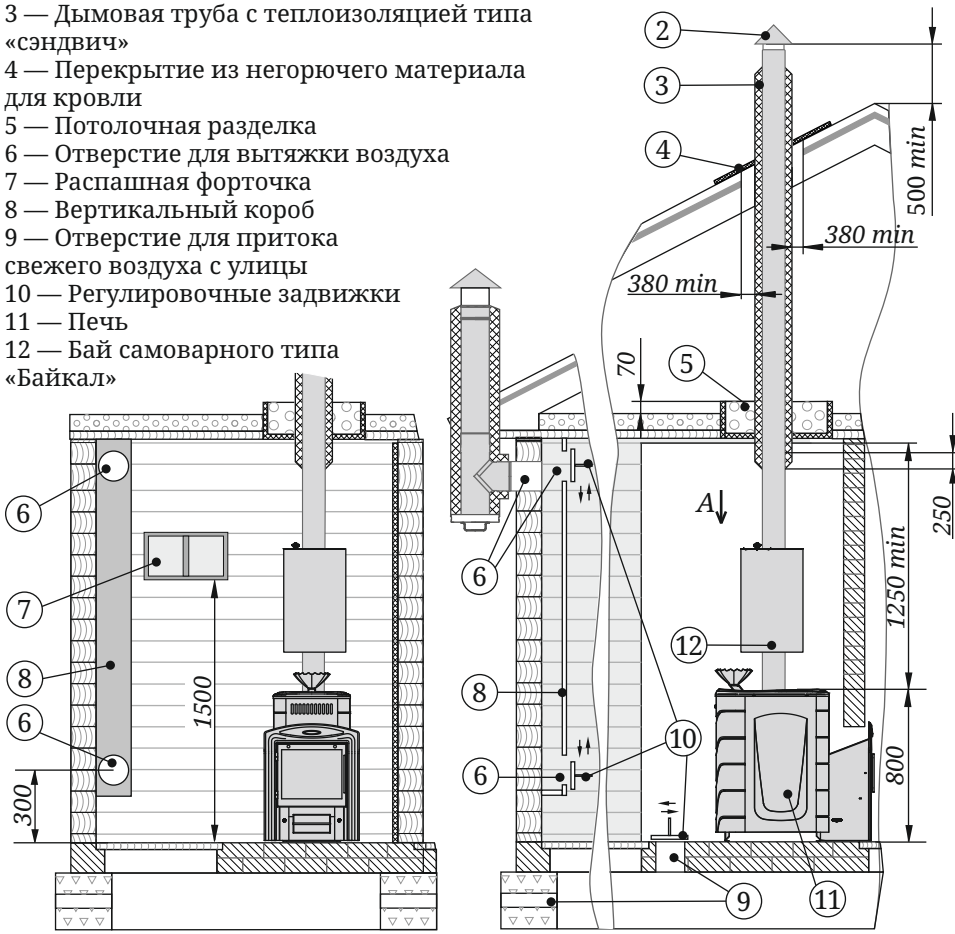

Рисунок 5. Схема монтажа печи в помещении с перегородной из негорючего материала
- пол из горючих и трудногорючих материалов перед дверцей топки — металлическим листом размером 700×500 мм (рисунок 5);
Для обеспечения хорошего воздухообмена, вентиляции и обеспечения оптимальных кондиций русской паровой бани, в парной необходимо организовать приточно-вытяжную вентиляцию (см. рисунок 5).